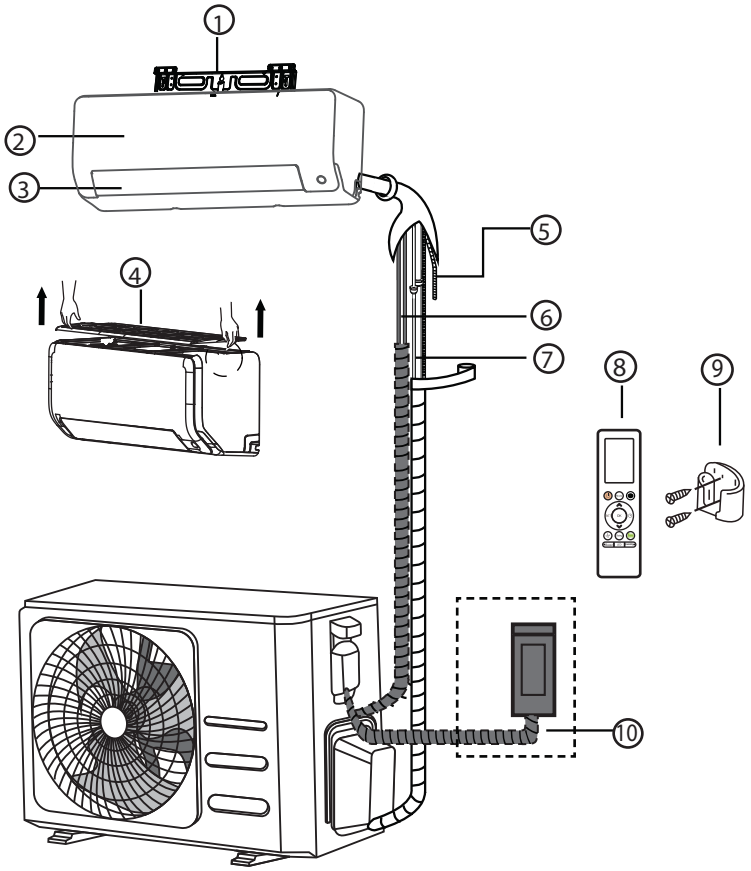

Fig. 2 — Parts
- **The illustration above (Fig. 2) is only a sketch. Different models may be differ slightly.**